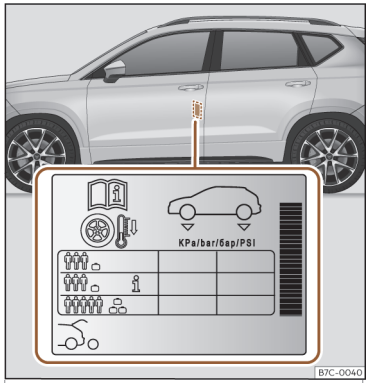

Fig. 204 Ubicación del adhesivo de la presión de inflado de los neumáticos.
• Adapte la presión de los neumáticos a la carga que lleva el vehículo››› fig. 204 .
Los valores de la presión de inflado se indican en la etiqueta adhesiva situada en la zona posterior del marco de la puerta delantera izquierda››› fig. 204 .
En función del vehículo, se puede adaptar la presión de inflado de los neumáticos a media carga para aumentar el confort de marcha (presión de inflado i››› fig. 204). Cuando se circula con la presión de inflado de confort, puede incrementarse ligeramente el consumo de combustible.
La presión de los neumáticos se debe adaptar a la carga actual del vehículo. Si el vehículo va a ir cargado al máximo, debe aumentar la presión de inflado al valor máximo de carga indicado en la etiqueta adhesiva ››› fig. 204.
En el caso de una rueda de emergencia minimizada (125/70 R18), inflar a 4,2 bar de presión según se indica en la etiqueta de presión de los neumáticos››› fig. 204 .
• El conductor es responsable de que todos los neumáticos del vehículo estén inflados a la presión correcta. La presión de inflado recomendada viene indicada en un adhesivo››› fig. 204 .
• Con los neumáticos en frío, deberá mantenerse siempre la presión indicada en el adhesivo››› fig. 204 .